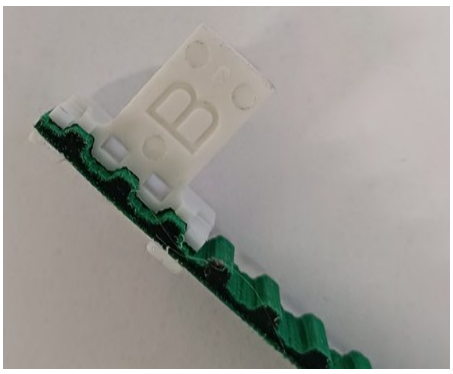
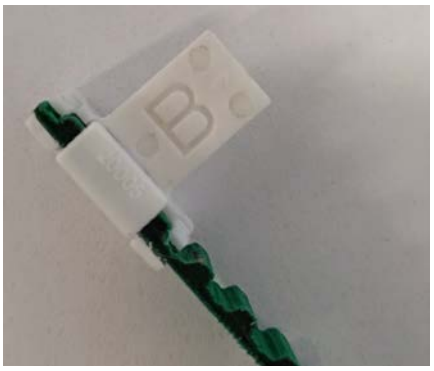

Рис. 3.16
Рис. 3.17
3.2.1. Надеть *Соединитель ремня наклонный (801402-0000)* на край *Ремня, 100кг (801061-0000)* (Рис. 3.16) и зафиксировать его (Рис. 3.17).